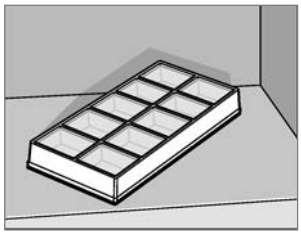

Fig. 30
- Switch off MES and AES models by pressing button **(2)**. Keep button **(2)** pressed for 3 seconds. The display disappears and the appliance is fully switched off (Fig. 30).